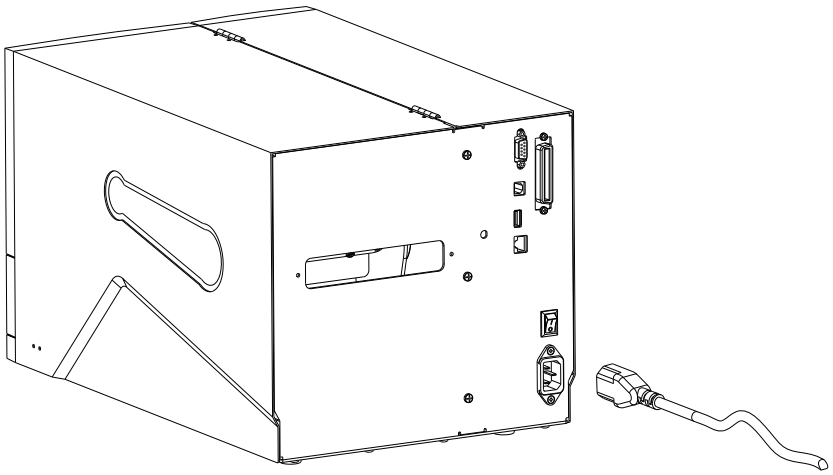

Figure 2-5 Connect the Power Cord
2. Connect the power cord to the AC In Port on the back of the printer. See Figure 2-5.